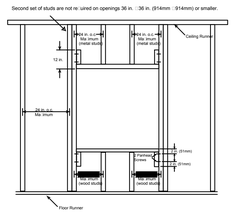

Figure 1
Sleeves shall extend a maximum of 6 in. (152mm) beyond the wall or floor opening on each side (see Figure 1). When an access door is incorporated as a part of sleeve, the sleeve may extend a maximum of 16 in. (406mm) beyond the wall or floor opening on the access door side.
- Frame wall openings as shown below (see Figure 1 & 2).